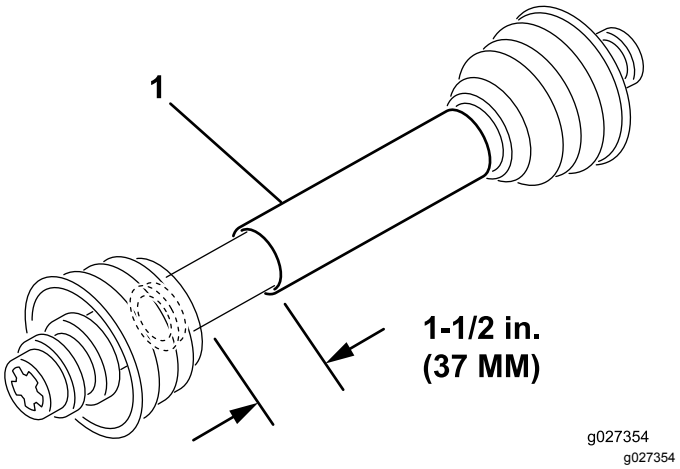

Figur 2
3. När kraftuttagsaxeln är som kortast måste dess två halvor ha minst 37 mm extra spel för att fällas ihop (Figur 2).